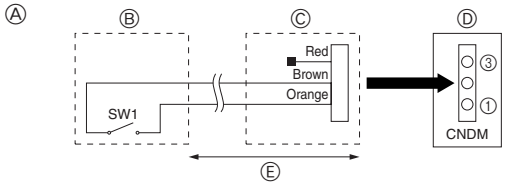

Fig. 8-1
8.1. Λειτουργία με χαμηλότερα επίπεδα θορύβου (επιτόπου τροποποίηση) (Fig. 8-1)